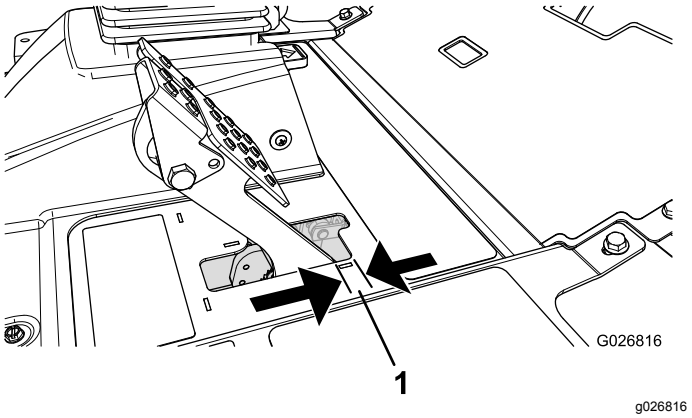

**Figur 96**
Juster bremsene når det er mer enn 2,5 cm frigang på bremsepedalen, eller når det kreves mer bremsekraft (Figur 96). Frigang er den avstanden bremsepedalen kan beveges før du merker bremsemotstand.
2. Trekk til den bakre mutteren for å flytte kabelen bakover til bremsepedalene har en frigang på 0,63 til 1,27 cm, før hjulet låses (Figur 96).